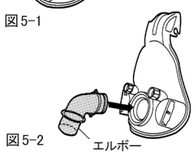

図5-2
② マスクフレームにエルボーをしっかりとセットしてください（図5-2）。